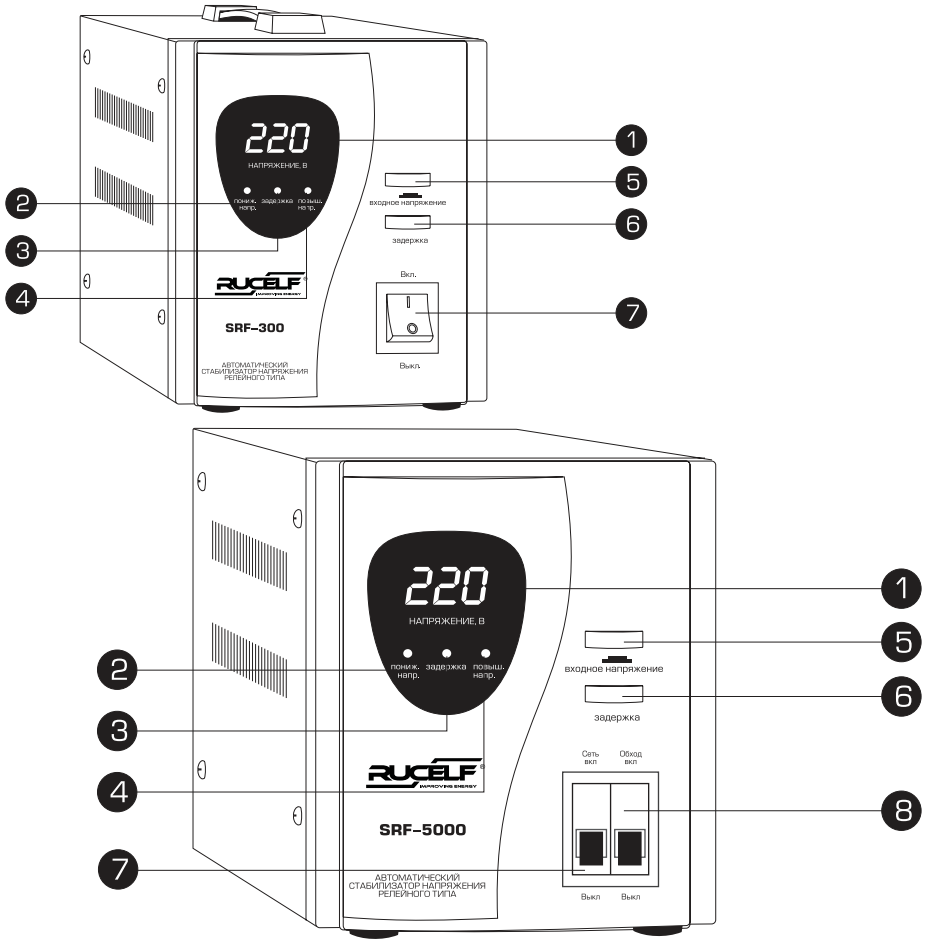

Fig. 2
- Before connection make sure, the automatic switch #7,8 (Fig. 2) are in the «Выкл.» position
- Se the button or the automatic switch #7 (fig. 2) in the «Вкл.» position.
- During pushing and holding the «Input voltage» «Входное напряжение» button #5, (fig. 2), you can see the value of input voltage on the display. During release of this button, the stabilizer will show the output voltage.
- If you want to set the starting time delay 225sec, you need to press the button «Delay» «Задержка» #6 (fig. 2). If this function is activated, the indicator «Delay» «Задержка» #3 will be activated (fig. 2).